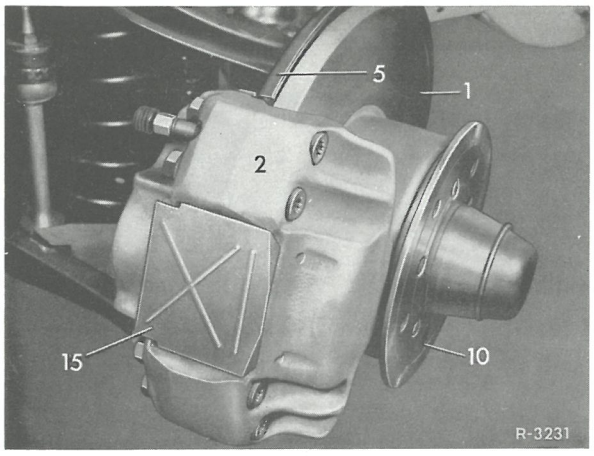

Fig. 42-5/1
3 En af bremseklodserne (18) tages ud med demontageværktøjet (30) som vist i fig. 42-5/3).